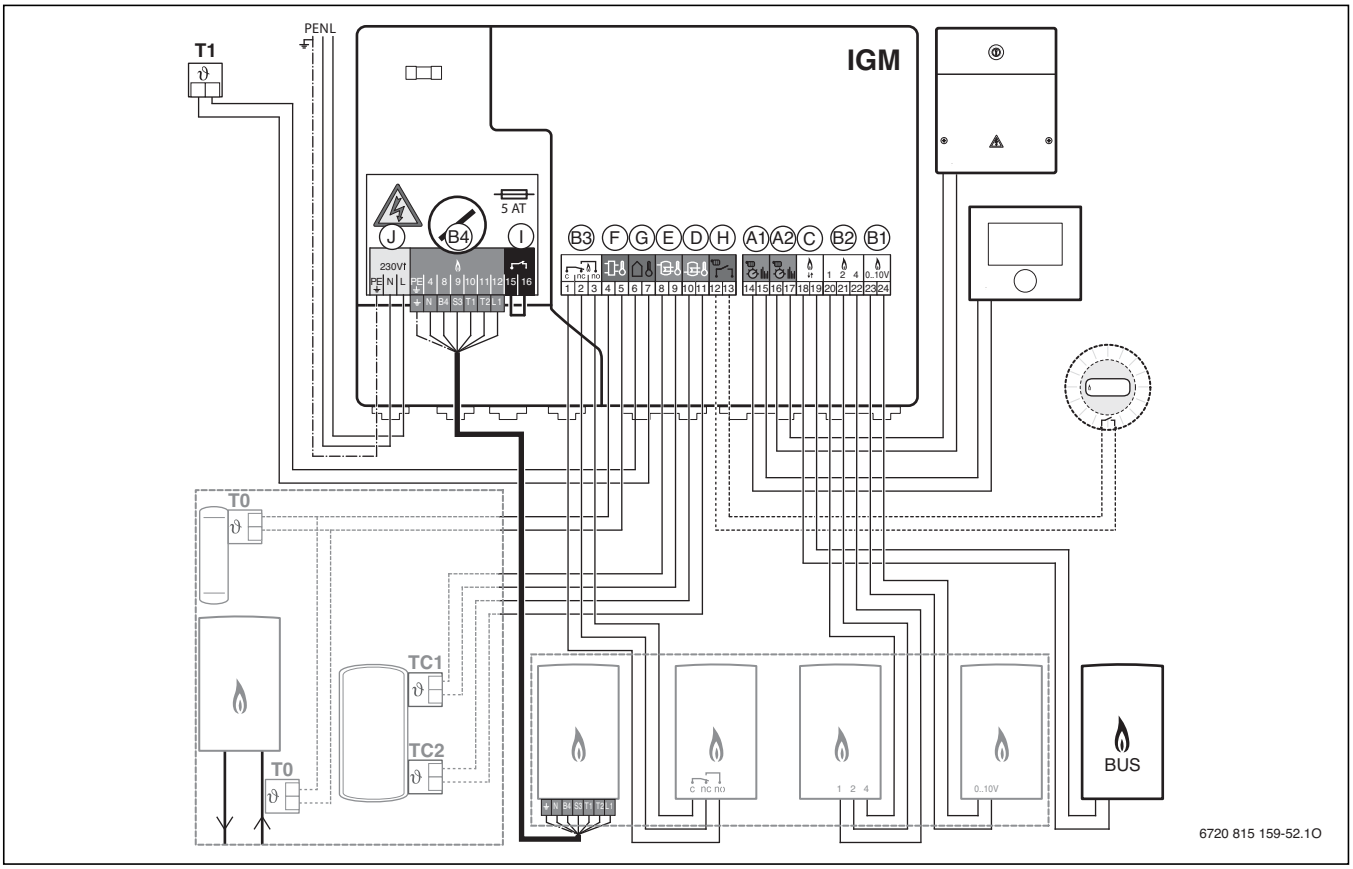

Bild 85 Anschlussplan IGM mit möglichen Anlagenkomponenten
- **BUS-gesteuerte Regelung:** Bei Anschluss an das BUS-Regelsystem (→ Seite 93, Bild 85, [A]) ist eine optimale Anpassung der Wärmeerzeugung an den Wärmebedarf der Heizungsanlage möglich. Die Kombination mit allen verfügbaren Module und Bedieneinheiten im EMS-2-System wird ermöglicht.
- **Ein/Aus-gesteuerte Regelung:** In Verbindung mit einem Ein/Aus-Schalter am IGM (→ Seite 93, Bild 85, [H]) wird die Leistung der angeschlossenen Wärmeerzeuger stetig nach dem vom Modul berechneten Wärmebedarf geregelt und über das Display dargestellt. Ein Öffnen des Kontaktes schaltet beide Heizgeräte aus.